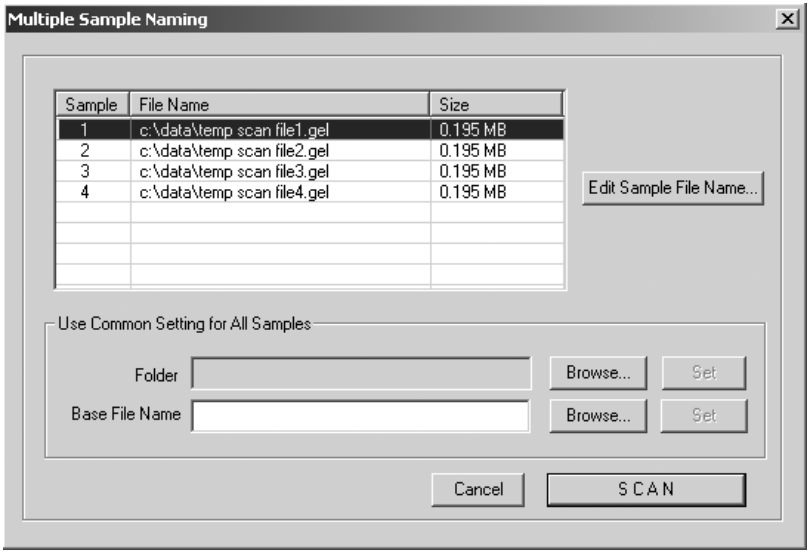

Figure 6-8. The Multiple Sample Naming window.
2. In the Scanner Control window, click the **Scan** button. The Multiple Sample Naming window appears (figure 6-8). Default file names appear for each sample.